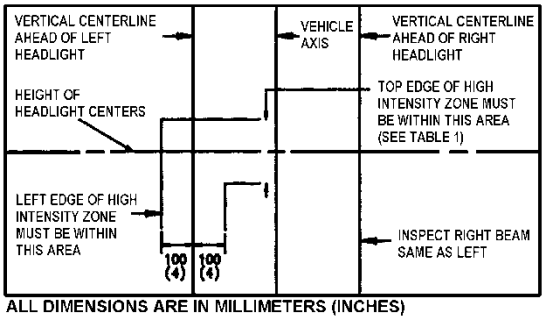

**FIGURE 106: AIM INSPECTION LIMITS FOR LOWER-BEAM HEADLAMPS**
6. The inspection limits for high-beam headlamps shall be with the center of the high-intensity zone from 10 cm (4 in) up to 10 cm (4 in) down; and, from 10 cm (4 in) left to 10 cm (4 in) right on a screen at 7.6 m (25 ft) (Figure 106).